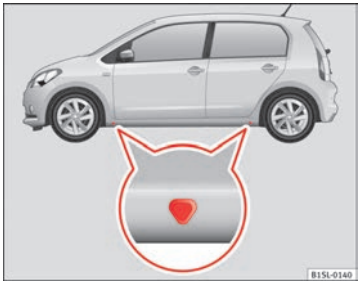

Fig. 145 Jack position points
The jack may be applied only at the jacking points shown (marks on chassis) ⇒ Fig. 145. Always the relevant jacking point for the wheel to be changed ⇒ ⚠.
5. Look below the vehicle for the jacking point ⇒ Fig. 145 closest to the tyre which has to be changed.